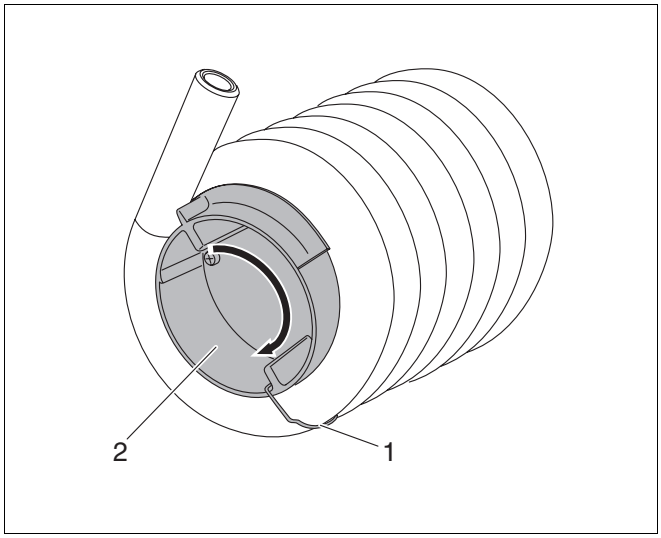

Rys. 55 Demontaż komory zwrotnej
- Wymontować komorę zwrotną (rys. 55, **poz. 2**) przepływu spalin na spodzie wymiennika ciepła, w tym celu usunąć kołek zabezpieczający (rys. 55, **poz. 1**) i wykręcić komorę zwrotną.